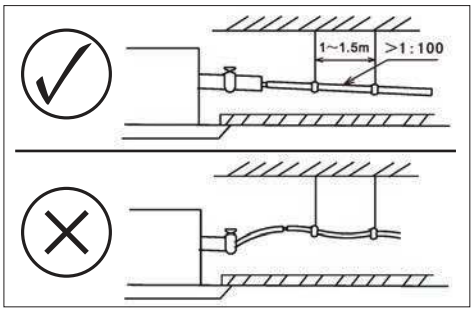

Рис. 4
- Труба должна быть установлена под углом (1/100–150) для беспрепятственного отвода конденсата. Подъемы дренажа нужно исключить (рис. 4).